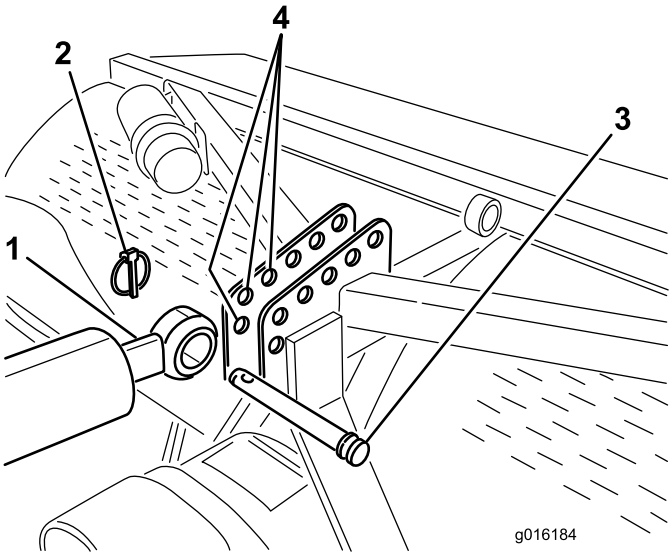
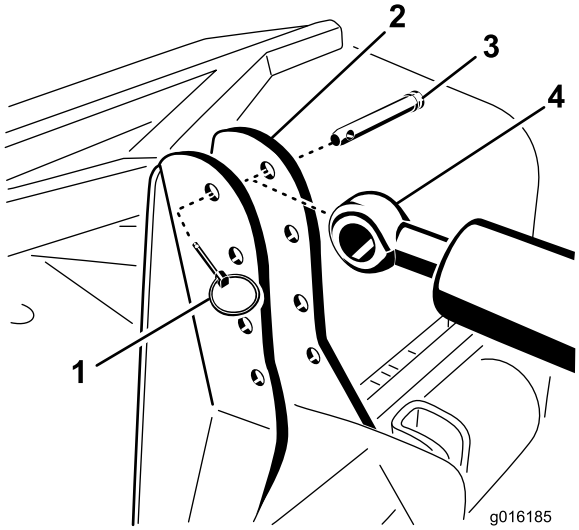
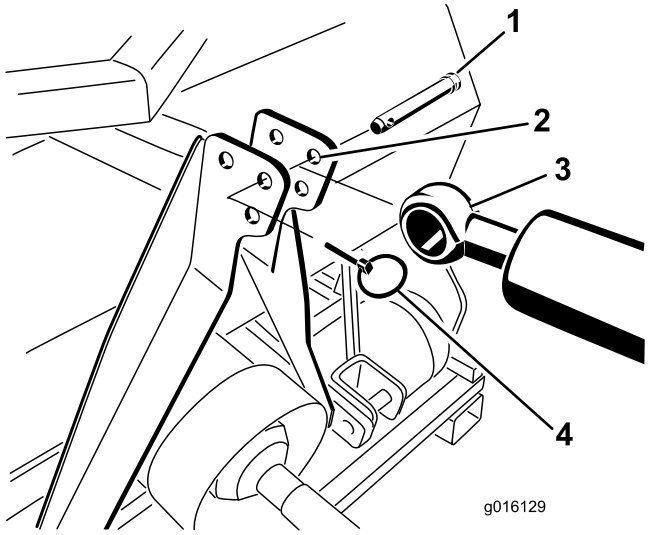

Figur 6
Figur 7
Figur 8
7. Sätt fast stavänden på den hydrauliska topplänken i det främsta hålet på luftarens fäste med en länkpinne och en hjulsprint (Figur 6, Figur 7 eller Figur 8).